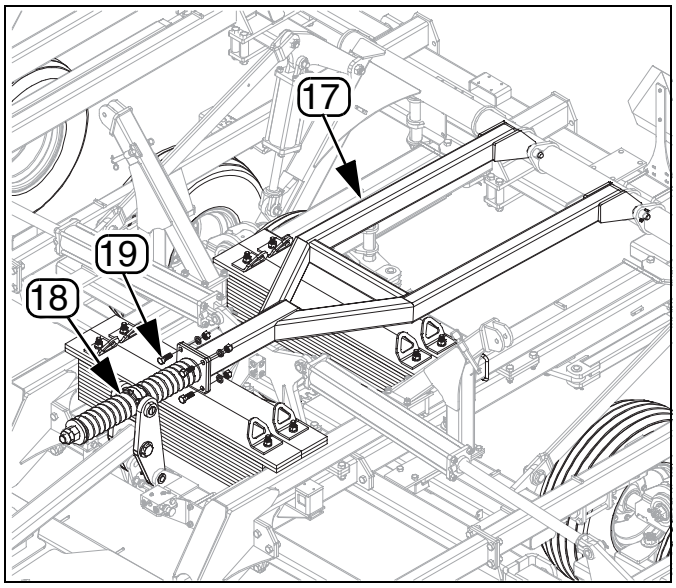

Figure 25 42408
1. Soulevez complètement la machine pour que les vérins de levage ① ne reposent plus sur les gouttières de verrouillage de transport ②, ***Consultez la Figure 25***. Enlevez les gouttières de verrouillage de transport et rangez-les sur les barres ③ au-dessus.